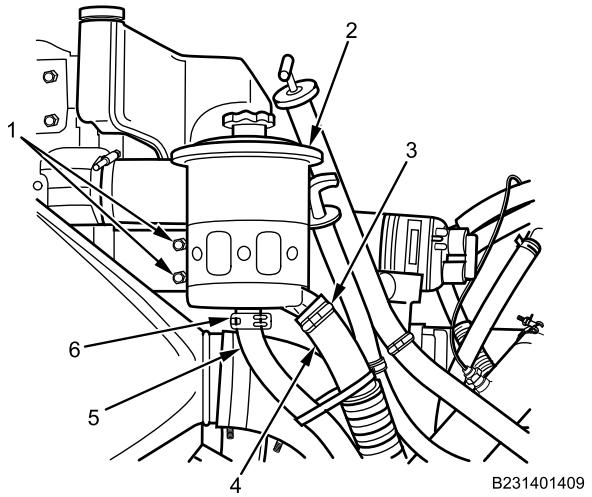

Figure 2. Power Steering Reservoir and Hoses.
1. Insert power steering reservoir (Figure 2, Item 2) into reservoir clamp. Align reservoir outlet towards outlet hose (Figure 2, Item 4).
2. Align bolt holes in reservoir clamp with holes in radiator support bracket and install two bolts (Figure 2, Item 1). Tighten bolts securely.
3. Remove caps from hoses and install two hoses (Figure 2, Item 4 and 5) on power steering reservoir (Figure 2, Item 2) with spring clamps (Figure 2, Item 3 and 6).